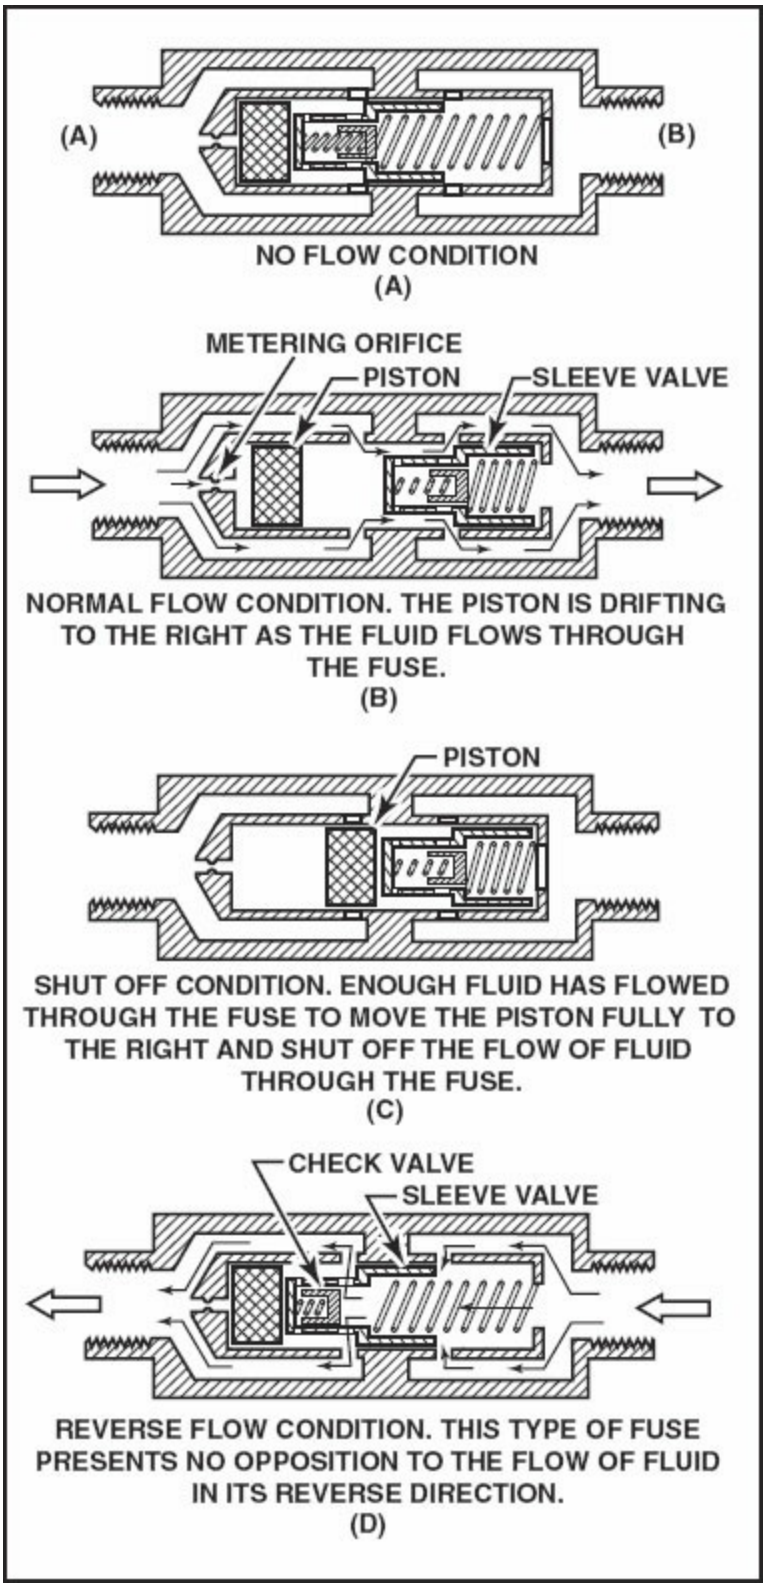

Figure 8-47. This type of hydraulic fuse allows a preset volume of flow before shutting down forward flow. Reverse flow is not hampered.
Another type of hydraulic fuse shuts off the flow when a specified volume of fluid passes through the fuse. [Figure 8-47]
The fuse in Figure 8-47(A) is in its static condition, with the pressure at sides (A) and (B) the same, and there is no flow through the fuse.
In Figure 8-47(B), fluid is flowing normally through the fuse. Some of it passes through the metering orifice and drifts the piston to the right. The fluid has pushed the sleeve valve back and opened the passage for fluid to flow out of the fuse.
Figure 8-47(C) illustrates what happens when the limiting amount of fluid has passed through the fuse. Enough fluid has passed through the metering orifice to drift the piston over the holes in the housing and shut off the flow through the fuse, resulting in a pressure drop across the fuse. The piston holds the spring in the sleeve valve compressed. While the sleeve valve holds the piston over the holes, preventing any fluid flow.
A volume limiting fuse has no appreciable opposition to the reverse flow of the fluid. Figure 8-47(D) illustrates what happens when the flow is reversed. Both the sleeve valve and the check valve move to the left and the sleeve valve forces the piston away from the holes, allowing the fluid to follow the paths shown by the arrows.